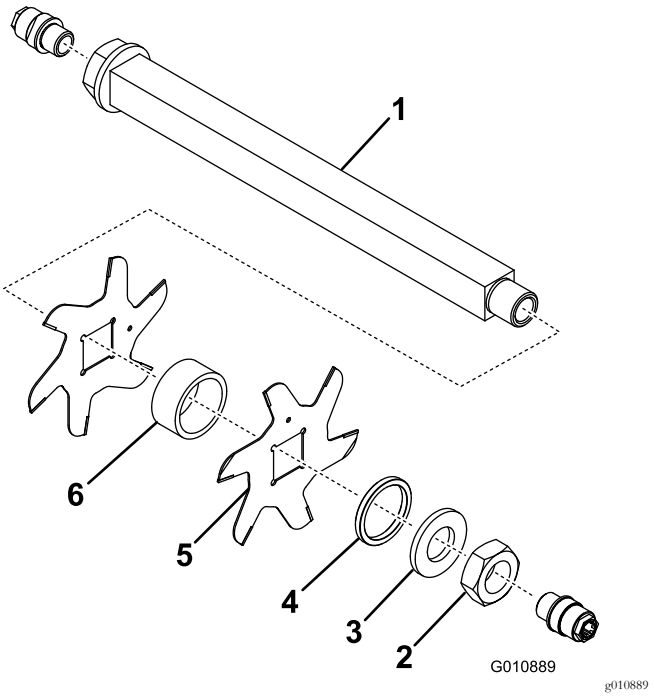

Figur 17
3. Fjern det lille avstandsstykket, skiven, knivene og de store avstandsstykkene. Rengjør og smør den firkantede akselen med et tynt lag smørefett for å gjøre monteringen enklere (Figur 17).